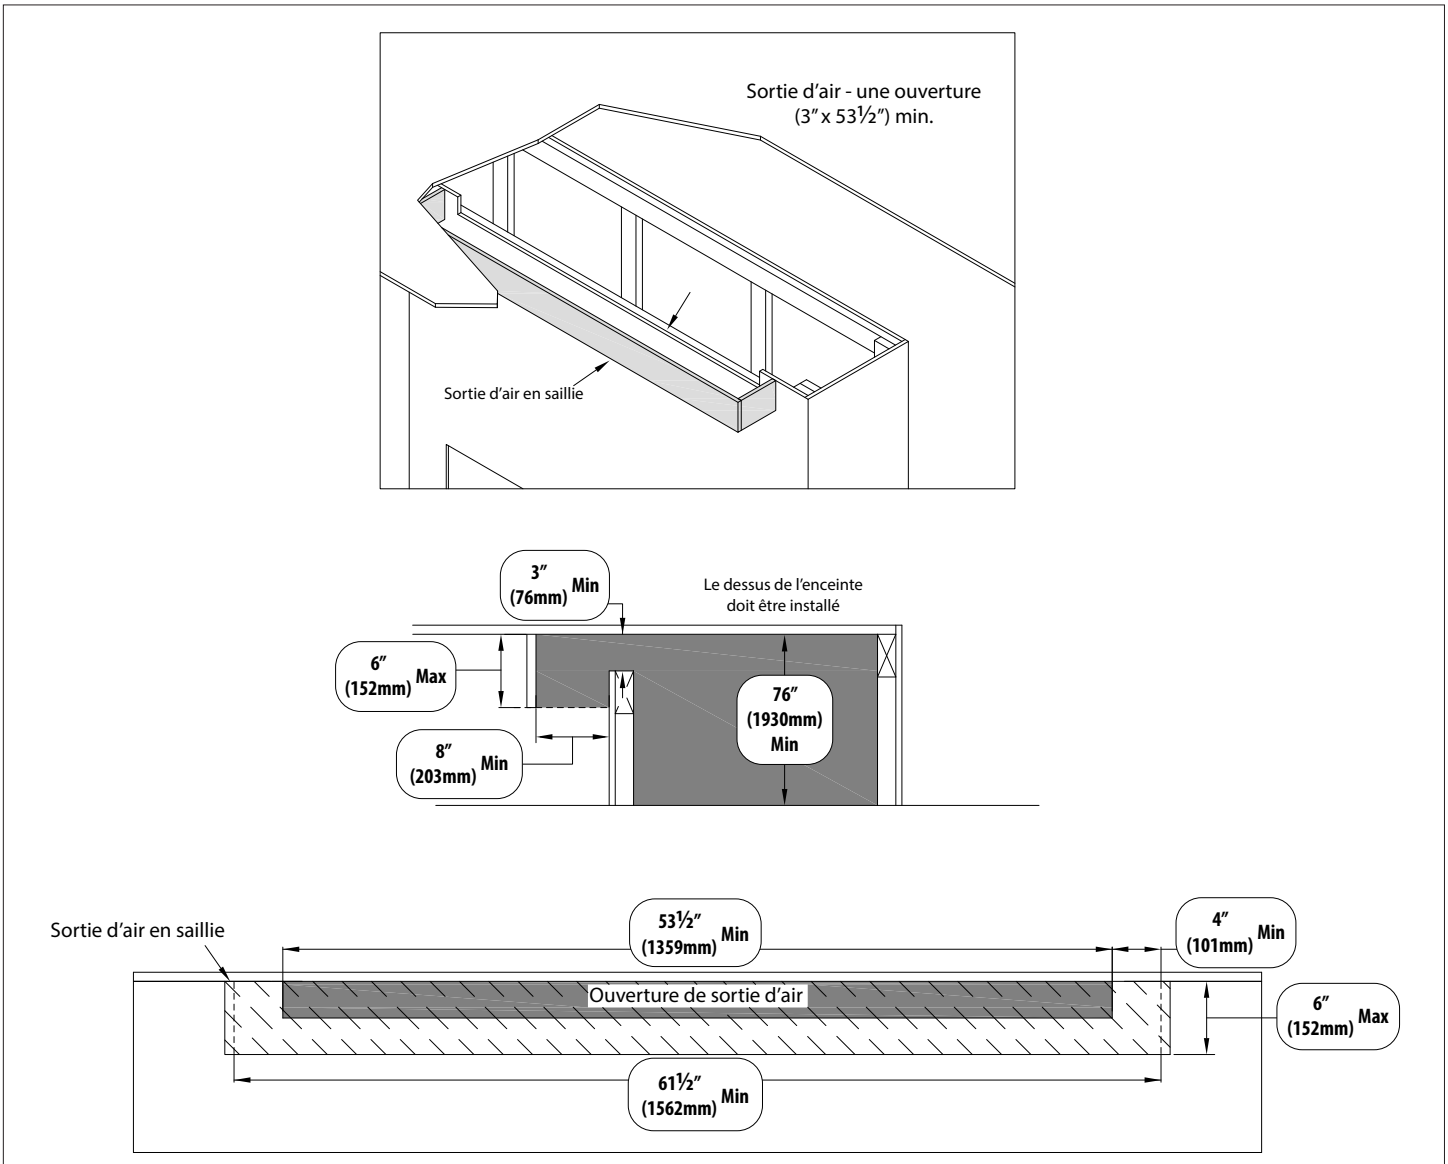

Figure 3.18, Installation de la cavité ventilée à une ouverture
- La Figure 3.18 montre les dimensions minimales exigées pour l'ouverture de sortie d'air d'une cavité ventilée à une ouverture. Cette seule ouverture de sortie d'air de 3 po de haut par 53-1/2 po de large peut être située soit à l'avant (côté d'accès) ou à l'arrière (côté fixe) du foyer. L'air chaud sortira dans la pièce où l'ouverture de sortie d'air est située.
- La Figure 3.18 est montrée avec une sortie d'air en saillie devant l'ouverture de sortie d'air. Cette méthode d'installation optionnelle permet de dissimuler l'ouverture de sortie d'air.